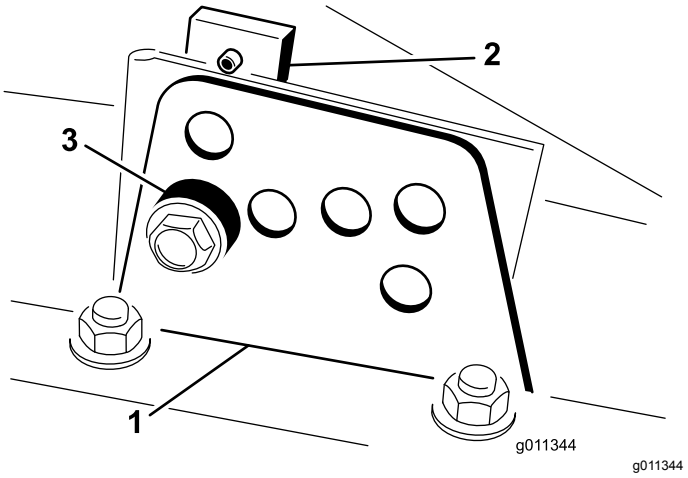

Figur 7
2. Løsne skruen som fester hver klippehøydebrakett til klippehøydeplaten (foran og på hver side) (Figur 7).